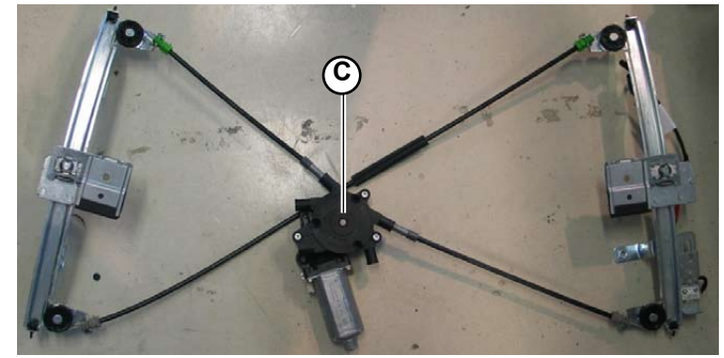

Fig.12
2. Unscrew the 3 screws (**B-Fig.10**) securing the power window motor (**C-Fig.12**).